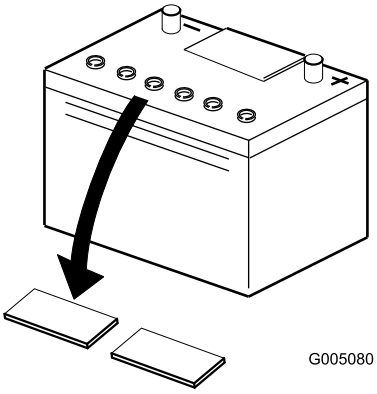

Figur 6
2. Rengør batteriet ovenpå, og fjern ventilationshætterne (Figur 6).